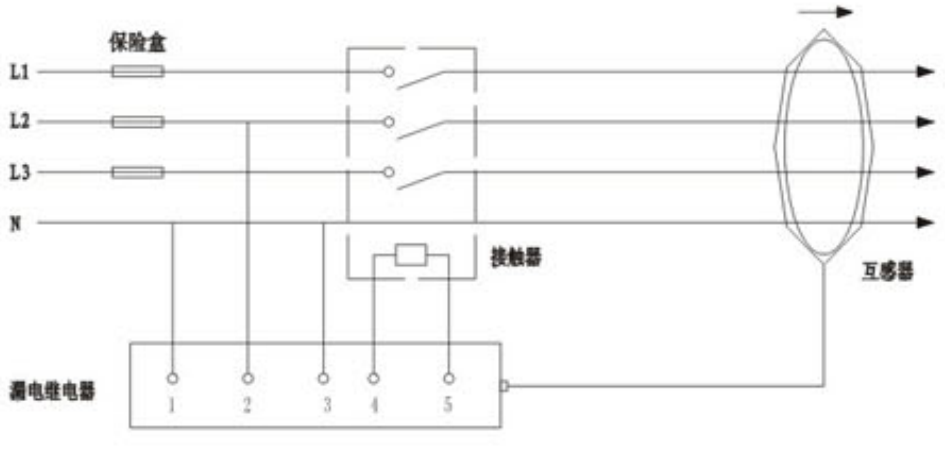

图3
8.2漏电保护器下方5个接线端子，“1”接零线，“2”接相线，“3”根据接触器线圈的电压接线，接触器线圈的电压为220V时，“3”接零线，接触器线圈的电压为380V时，“3”接与“2”不同的相线，“4”和“5”输出，直接接在接触器线圈的两端（见图3），连接线必须市截面大于1.5mm铜芯绝缘导线，零线互感器安装在接触器下桩出线侧，出线穿过互感器要整理成一束。